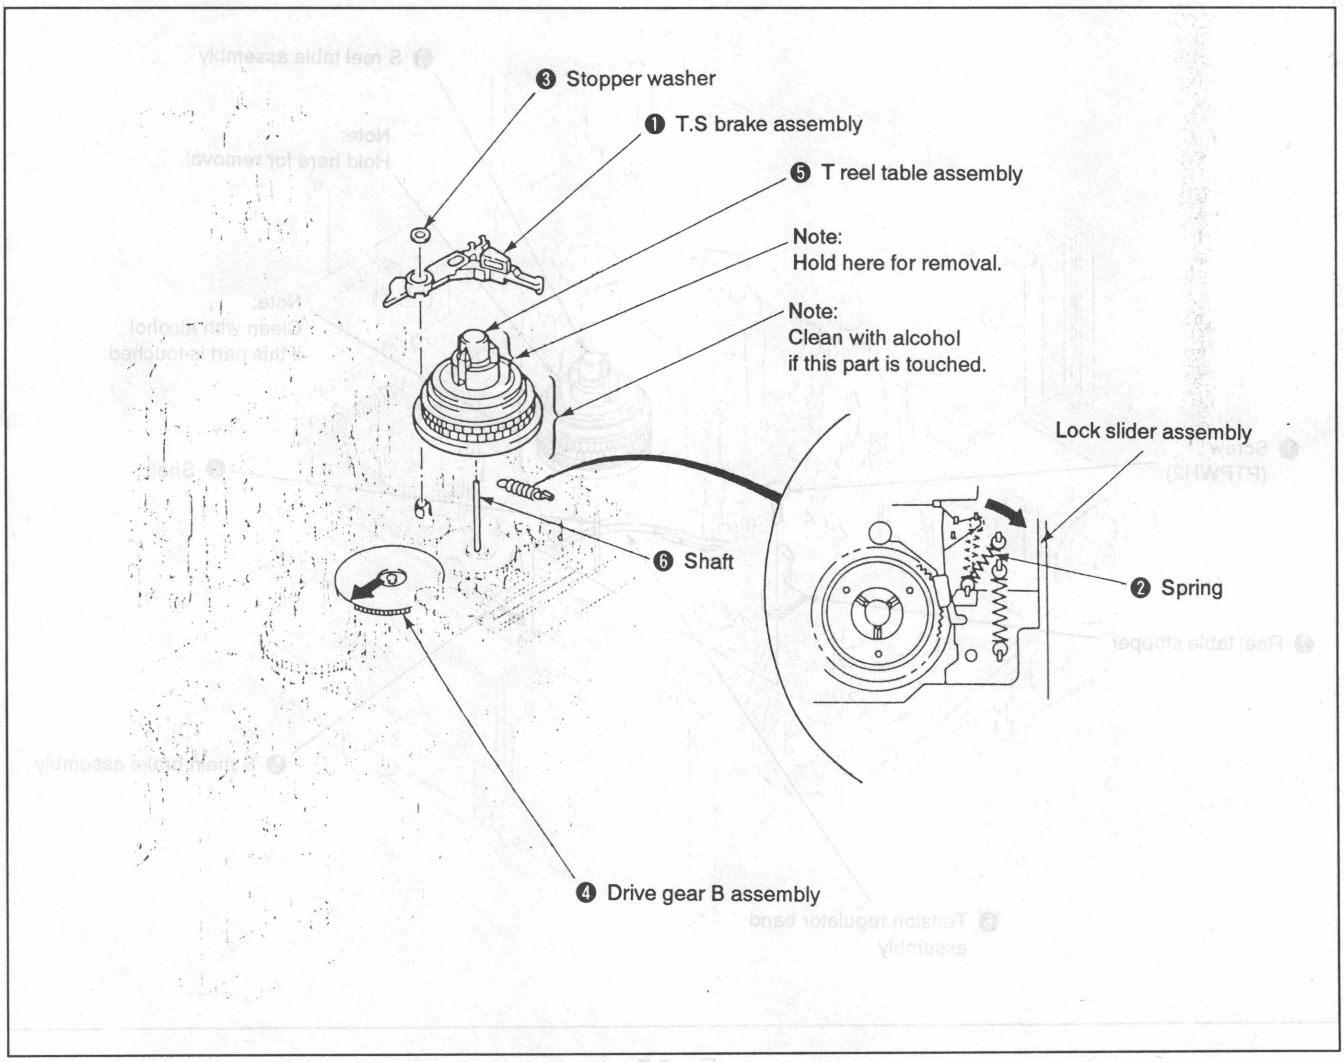

Fig. 7-8.
1. Removal (See Fig. 7-8.)
Note: Be sure to hold the upper reel claw section when removing. (See Fig. 7-8. (Note))
2. Mounting (See Fig. 7-8.)